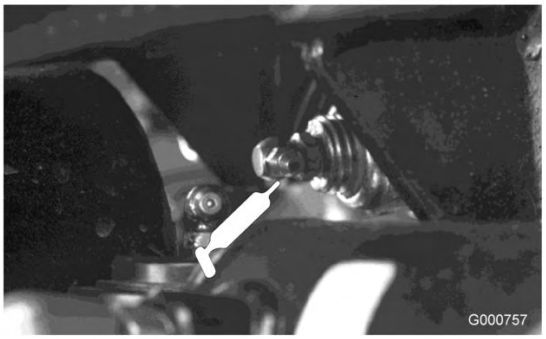

Figura 47
- Articulação do eixo traseiro (Figura 47)